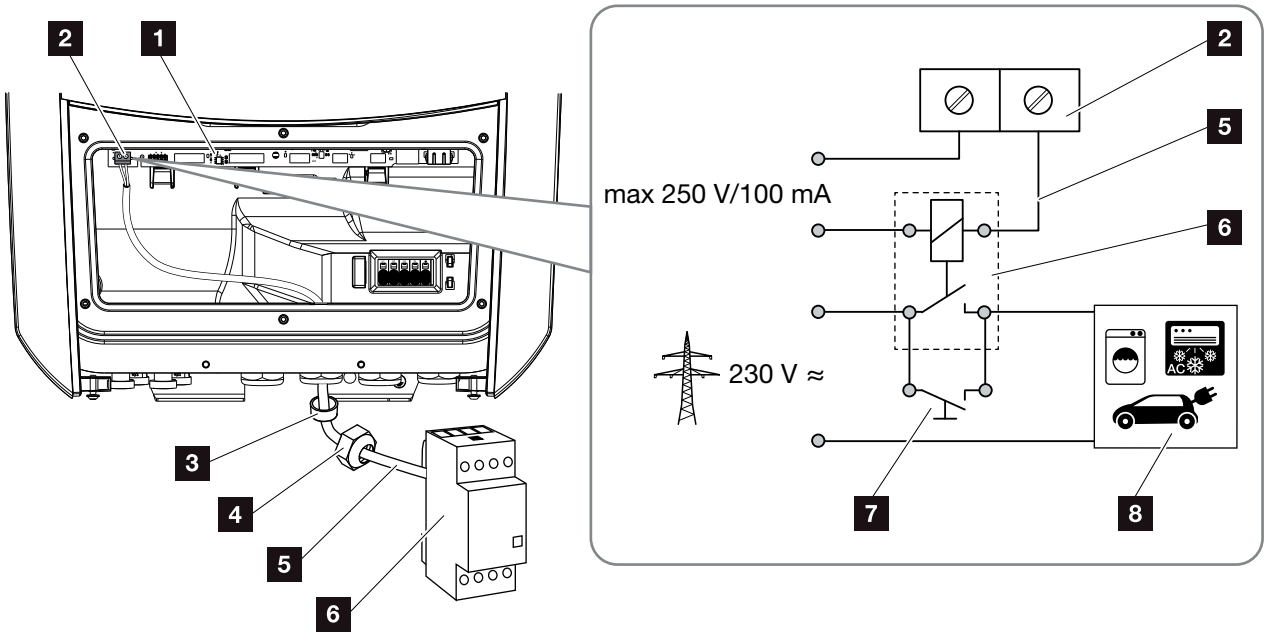

Fig. 55: Ligação elétrica do autoconsumo
2. Ligue o relé de carga corretamente ao borne de ligação de autoconsumo na Smart Communication Board. **Fig. 55 Pos. 2**